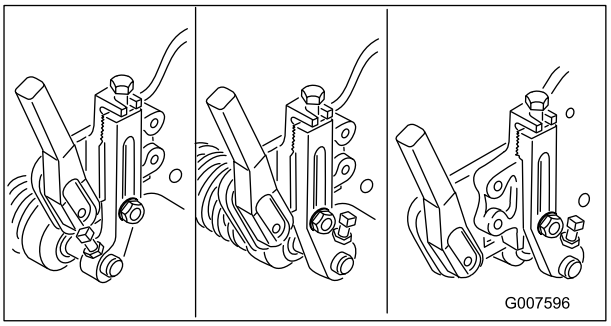

**Figur 50**
**Bemærk:** Frontrullen kan sættes i tre forskellige stillinger (Figur 50), afhængigt af brugerens anvendelsesformål og behov.